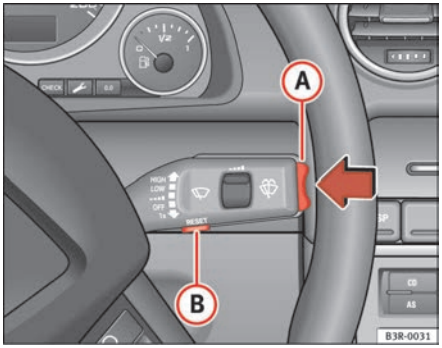

Fig. 60 Windscreen wiper lever: On-board computer controls
Press RESET button (B) ⇒ page 86, fig. 60 to switch back and forward between the functions of on-board computers 1 and 2.
The driving time warning can be switched off by briefly pressing the function selector switch or the Reset button ⇒ fig. 60.
– Press the top or bottom of the function selector switch (A) ⇒ fig. 60. This displays the functions of the on-board computer in sequence.